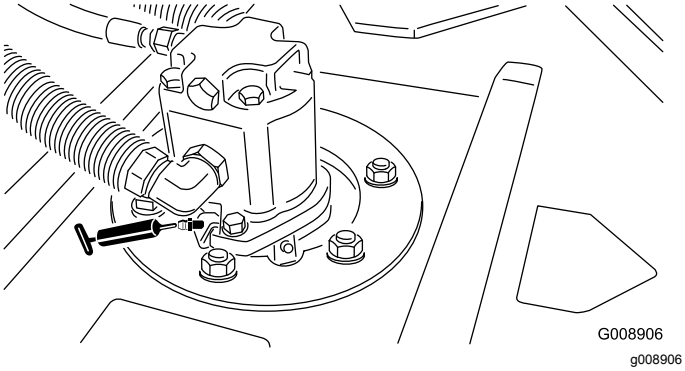

**Figur 51**
- Klippeenhedens spindelaksellejer (2 pr. klippeenhed) (Figur 51)